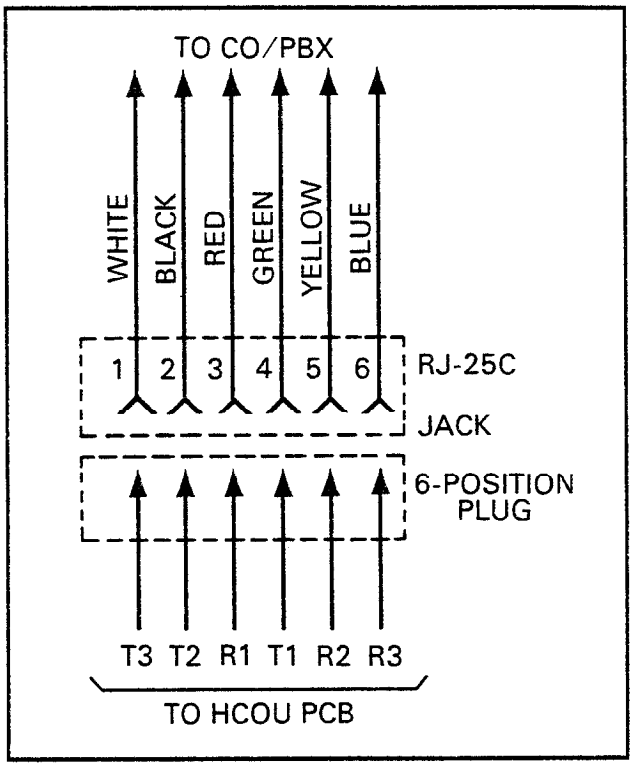

FIGURE 17
06.41 The CO/PBX lines are introduced into the ***Strata*** system via 6-wire modular line cords (no longer than 25') connected directly to a jack on the HCOU PCB. Each modular cord contains three lines. The opposite end of each cord then terminates directly into an RJ-25C jack, which is then connected to up to three incoming CO/PBX lines (Figure 17).